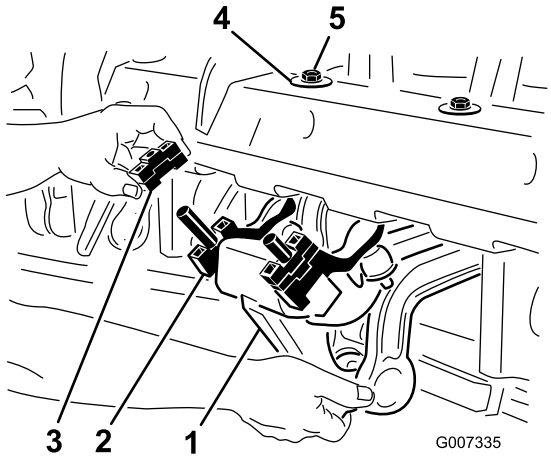

**Figur 22**
1. Ta bort de två låsmuttrar på 1/2 tum som låser fast Rotalink-systemet på undersidan av luftarhuvudets ram (Figur 22).
2. Sänk ner motviktssystemet så att distansbrickorna syns (Figur 22).
4. Montera tillbaka motviktssystemet på luftarhuvudets ram. Kontrollera att D-brickan sitter mot luftarhuvudet i enlighet med Figur 22 Lås fast de två (2) låsmuttrarna.